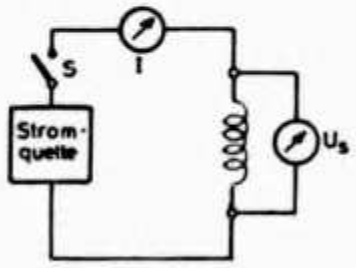

Abb. 3
1.a) Elektronenquelle = minus liegt links, Strom fließt im induzierten Leiter von rechts nach links. b) Elektronenquelle = minus liegt rechts. Strom fließt im induzierten Leiter von links nach rechts. c) Nein. 2. Nach oben. 3. Der Strom fließt wie eingezeichnet. 4. Der Strom fließt entgegengesetzt wie eingezeichnet. 5. Der Strom fließt wie in Abb. 3. Der Zeiger schlägt nach rechts aus. 6. Der Zeiger schlägt nach links aus. 7. N liegt oben, S liegt unten. N-N stoßen sich ab, der Zeiger schlägt nach rechts aus. 8. N liegt oben, S liegt unten. Der untenliegende S und der S des Magnetkerns stoßen sich ab, die Membran bewegt sich nach oben.
Aus einem Meßlabor holen wir uns eine Präzisionsspule. Sie ist auf einen hochwertigen Glaszylinder gewickelt, ist 1,20 m lang, hat 35 cm Durchmesser und hat 3162 Windungen aus 0,3 mm starkem Kupferdraht. OMs, lacht nicht, solche Riesenspulen gibt es wirklich! Wir schalten sie mit einer regelbaren Stromquelle, einem Strommesser und einem Spannungsmesser zusammen (Abb. 3). Unsere Stromquelle regeln wir so ein, daß beim Einschalten kein Strom fließt. Er steigt jedoch sofort so an, daß nach 1 sec 1 A, nach 2 sec 2 A fließen usw. Beim Zurückregeln wird der Strom je Sekunde um 1 A schwächer, bis er auf Null abfällt. Das Voltmeter U_s zeigt die Gesamtspannung an der Spule an, von der wir gleich den Ohmschen Spannungsabfall in Abzug bringen, so daß nur die Selbstinduktionsspannung verbleibt. Wir schalten ein. Der Strom ändert sich um 1 A je Sekunde.